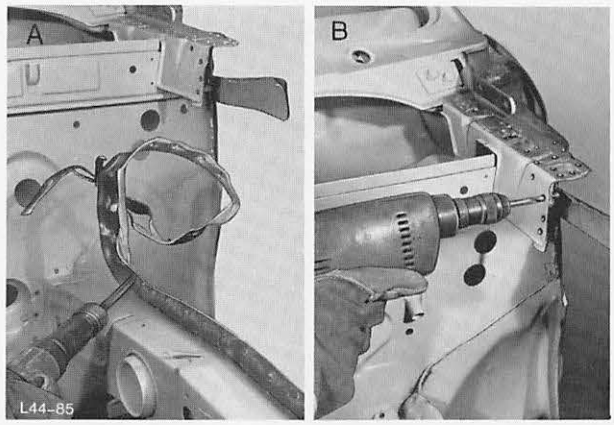

Abb. 81 A = Blechreste vom Längsträger entfernen
3. Blechreste von Punktflansche entfernen, Abb. 81.